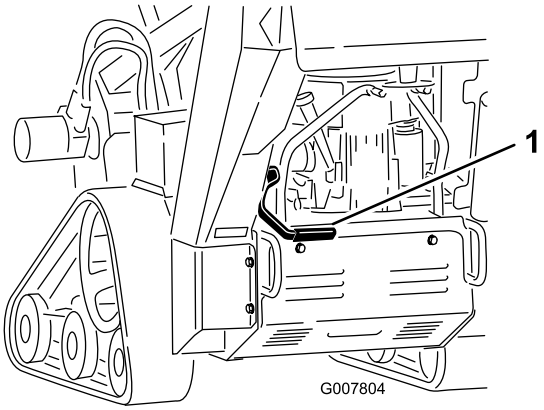

**Rysunek 15**
- W celu zaciągnięcia hamulca ręcznego należy pociągnąć dźwignię hamulca do tyłu i w górę (Rysunek 15).
- W celu zwolnienia hamulca, należy pociągnąć dźwignię hamulca do tyłu i w dół (Rysunek 15).